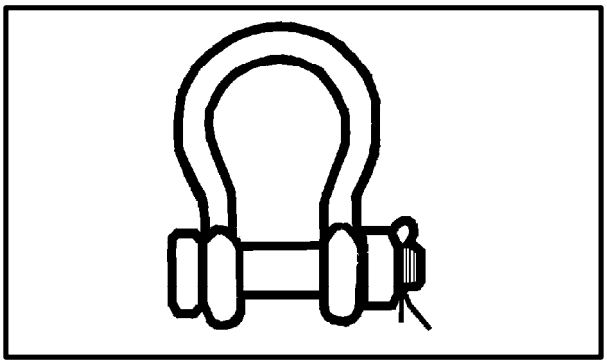

*Figure 8-18. Anchor Shackles*
**(4) Anchor Shackles** (Figure 8-18). Anchor shackles are used to attach sling legs to equipment that does not have shackles attached to the lift provisions. After installing the shackle, place the nut on the bolt and safety the nut with the cotter pin. This keeps the pin from backing out in flight. The safe working load capacities of several sizes of anchor shackels are listed in Table 8-3. The capacity of the anchor shackle is marked on the shackle.